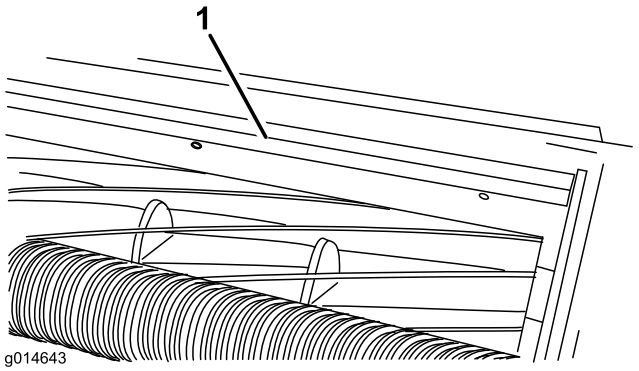

Figura 12
1. Allentate le viti che fissano la barra superiore (Figura 12) all'apparato di taglio.